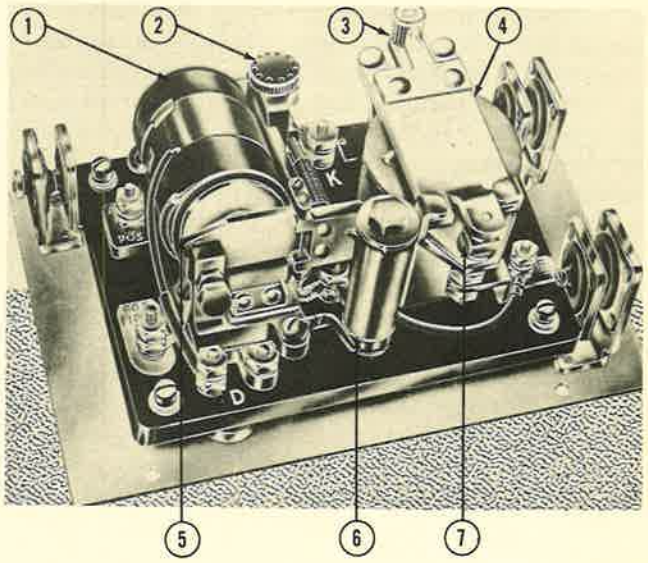

Figure 450—Generator Control Panel (C-47)
(See figure 450.)
(1) With both generator main line switches "OFF," start both engines and warm them up, as described in T.O. No. 01-40NC-1.
(2) Using a portable voltmeter (with a range of 30 volts and an accuracy of at least ½ of 1 percent over the full working range), ground the negative terminal of the voltmeter to the adjacent structure of the airplane and connect the positive terminal of the voltmeter to terminal "A+" on the generator control panel. The voltage regulator should warm approximately 15 minutes.
(3) Increase the speed of the engine, whose voltage regulator is being tested, to 1800 rpm; allow the other engine to idle.
(4) The voltmeter should give a reading of 14.25 volts. If it does not, adjust the voltage regulator by means of the adjustment knob (2, figure 450) next to terminal "K." Turn the knob to the right (toward terminal "K") to increase the voltage and to the left (away from terminal "K") to decrease the voltage.
(5) Reduce the engine speed to idling, and repeat the operation for the other voltage regulator. Adjust both voltage regulators to 14.25 volts.
There will be a voltage drop just after the contact closes. The highest voltage observed before the contacts close is to be considered the closing voltage. If the closing voltage is not 13.5 ± .25, adjust the voltage by turning the knob (3, figure 450) clockwise to raise or counterclockwise to lower the cut-in voltage.